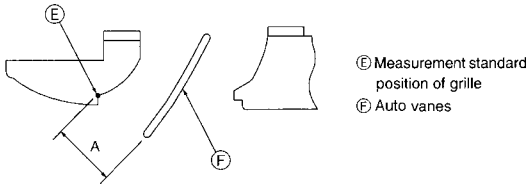

Fig. 8-10
② Disconnect the connector for the vane motor of the vent that you want to lock. (While pressing the button, remove the connector in the direction indicated by the arrow as shown in the diagram.) After removing the connector, insulate it with tape.
③ To adjust the desired airflow direction, slowly move the auto vanes within the specified range. (Fig.8-10)